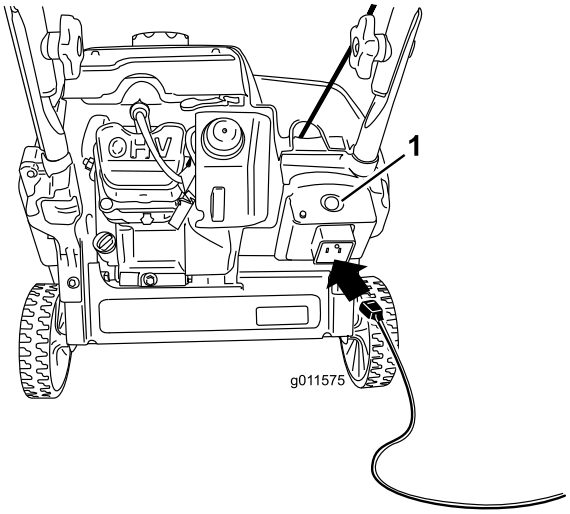
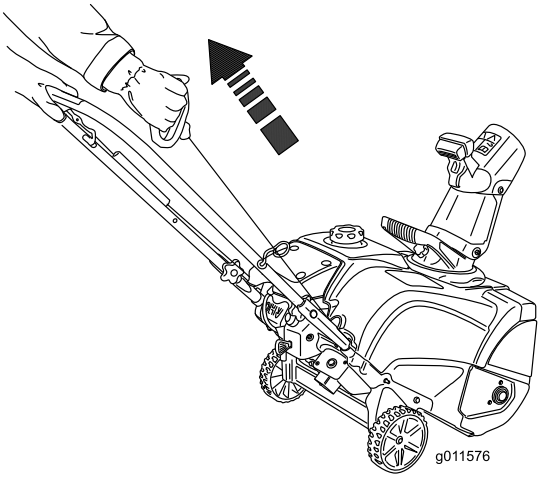

Figur 18
Figur 19
4. Koble til en skjøteledning til et strømuttak og maskinen, og trykk på den elektriske start-knappen (kun for modell 38283) (Figur 18), eller trekk i tilbakespolingsstarterhåndtaket (Figur 19).